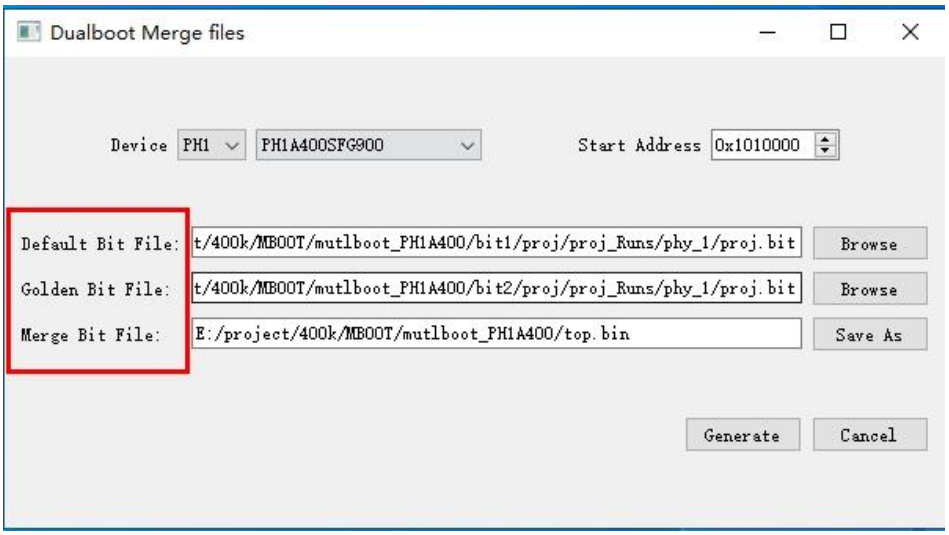

图 9-3-2 使用 merge dualboot bit 合成 bin 文件
2. 选择 PH1A 器件，Default bit 选择存放的 primary bit 位流，起始地址为 0x000000，Golden bit 选择 golden bit 位流，起始地址为 0x1010000。Merge bit file 保存生成 bin 文件的名字和位置。单击 gennerate，生成所需要的 bin 文件。如图 9-3-2 所示。